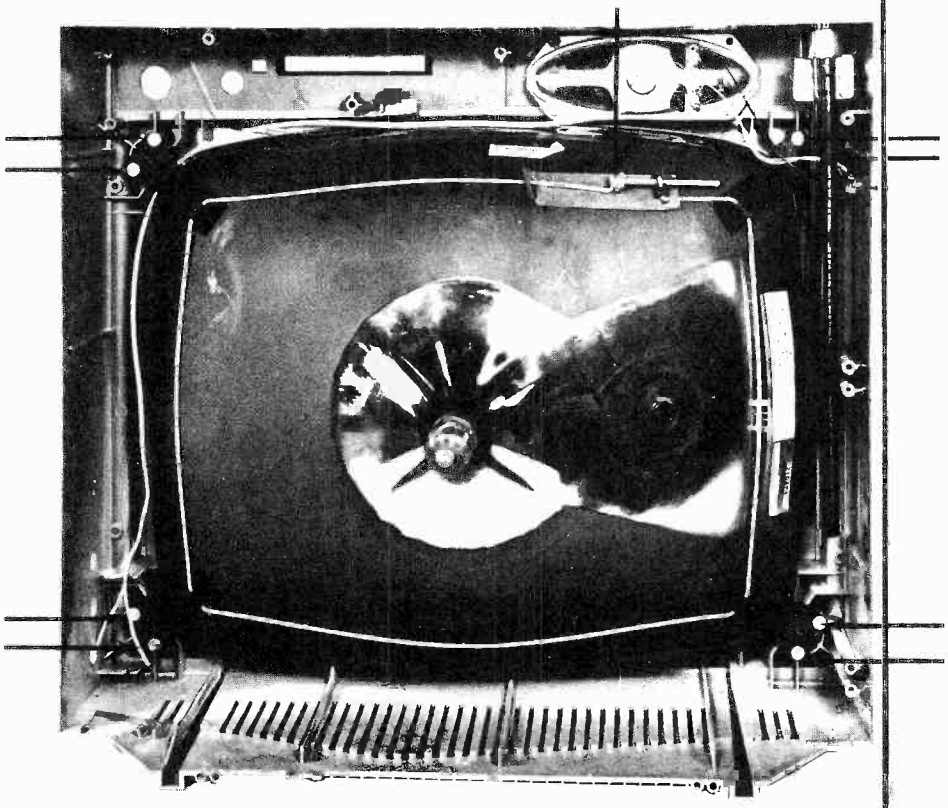

Figure 2 CRT removal, showing retaining screws
3. Loosen the screw that holds the wire retaining ring around the CRT (see Figure 2).